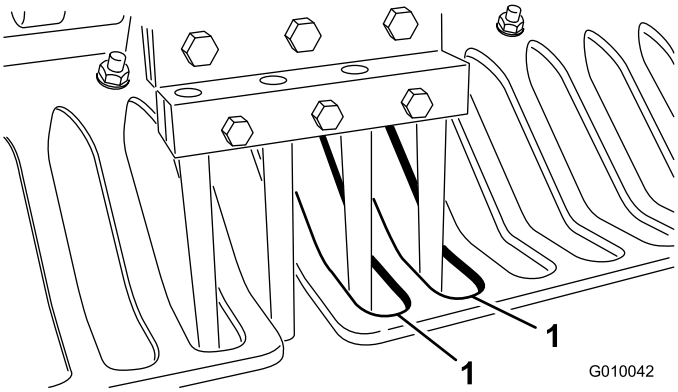

Rysunek 26
6. Sprawdź, czy zęby znajdują się na środku szczelin w osłonach od darni (Rysunek 26). Wyreguluj osłony od darni odpowiednio do potrzeb i dokręć nakrętki.